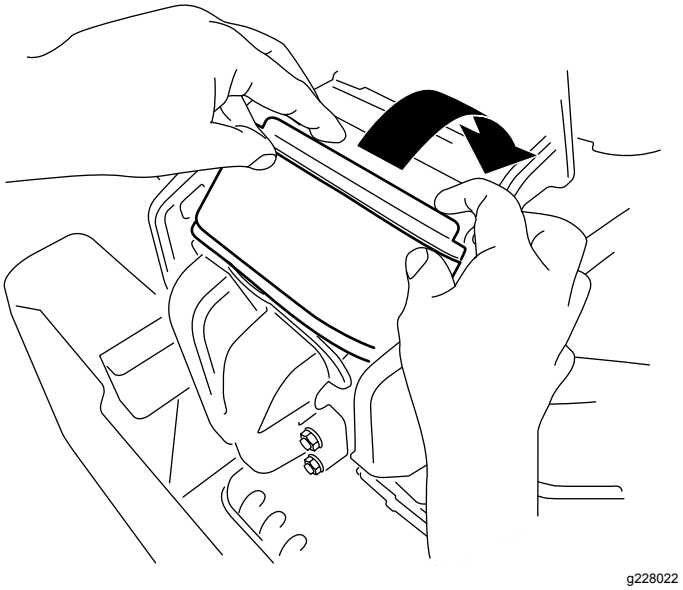

Figur 37
3. Roter filteret ned i kammeret og plasser det mot manifolden (Figur 37).